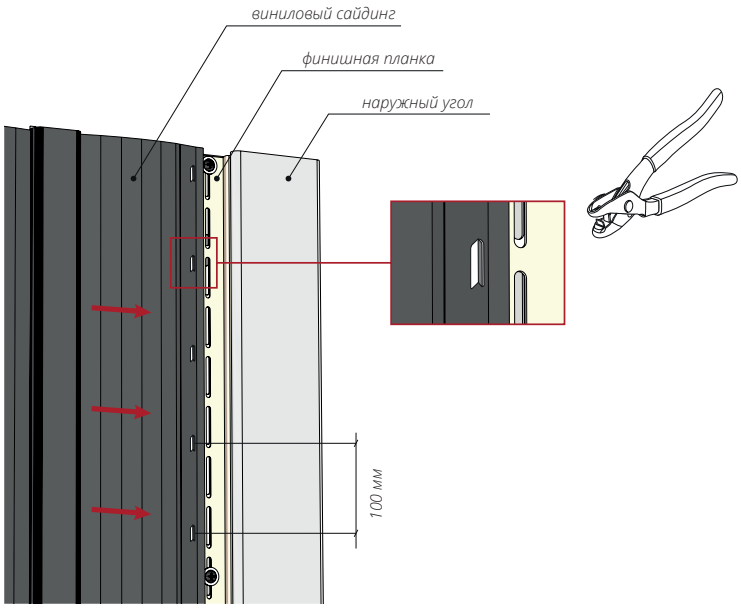

Рисунок 75
15.5 Завершающая панель в ряду подрезается по размеру с использованием ножа или ножниц прямых, важно, чтобы рез был ровный. Используя просекатель насечек, необходимо сделать насечки с интервалом 100 мм (рис. 75). Заведите панель сайдинга в финишную планку. За счет насечек панель сайдинга надежно фиксируется в финишной планке и имеет возможность линейно расширяться при изменении температуры окружающей среды.